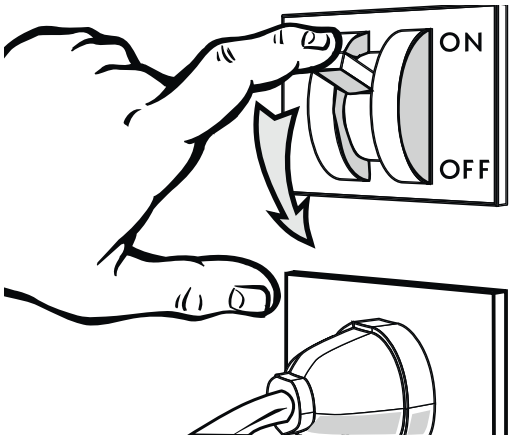

Fig. 22
- Couper la tension électrique au meuble réfrigéré en intervenant sur l'interrupteur-sectionneur général mural ("Fig. 22").